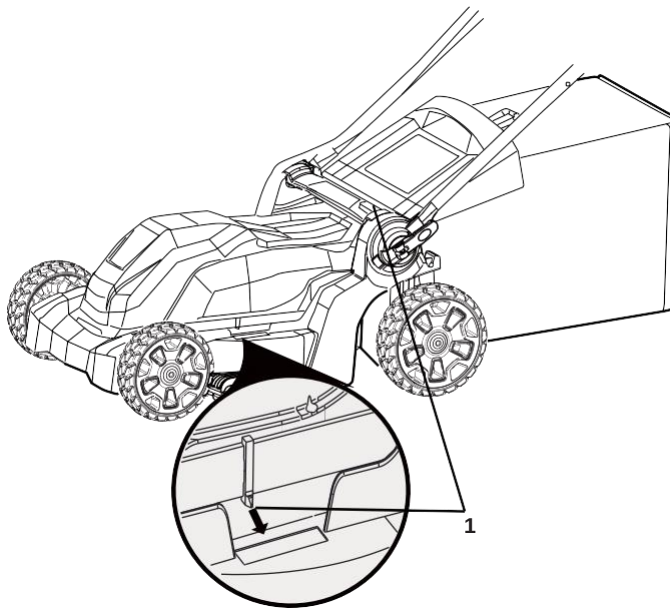

**Fig. 7**
**CUTTING HEIGHT ADJUSTMENT** *(See Figure 7)*